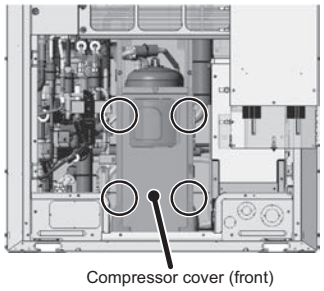

Figure 2
(2) Remove the front compressor covers by unscrewing the four screws. (See Figure 2.)